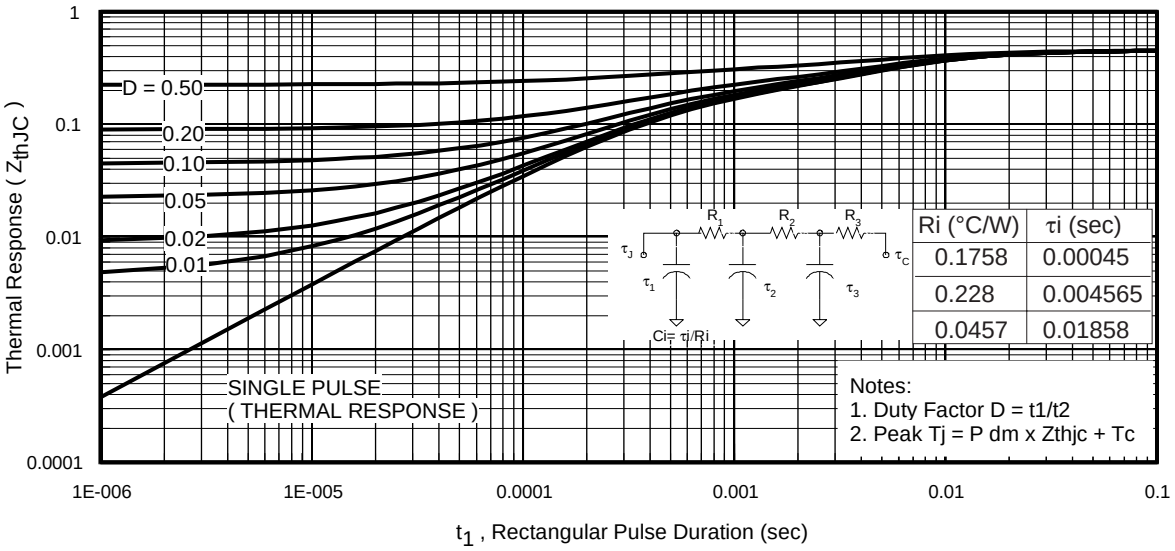
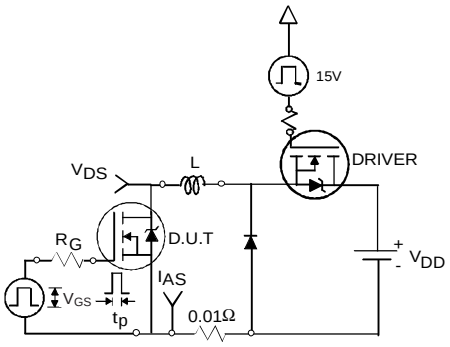

Fig 11. Maximum Effective Transient Thermal Impedance, Junction-to-Case
Fig 12a. Unclamped Inductive Test Circuit
① Repetitive rating; pulse width limited by max. junction temperature. (See fig. 11).
② Limited by T_{Jmax}, starting T_J = 25°C, L = 0.17mH R_G = 25Ω, I_{AS} = 75A, V_{GS} =10V. Part not recommended for use above this value.
③ Pulse width ≤ 1.0ms; duty cycle ≤ 2%.
④ C_{oss} eff. is a fixed capacitance that gives the same charging time as C_{oss} while V_{DS} is rising from 0 to 80% V_{DSS} .
⑤ Limited by T_{Jmax} , see Fig.12a, 12b, 15, 16 for typical repetitive avalanche performance.
⑥ This value determined from sample failure population. 100% tested to this value in production.
⑦ R_θ is measured at T_J of approximately 90°C.
3. Equation below based on circuit and waveforms shown in Figures 12a, 12b.
$Z_{thJC}(D, t_{av})$ = Transient thermal resistance, see figure 11)